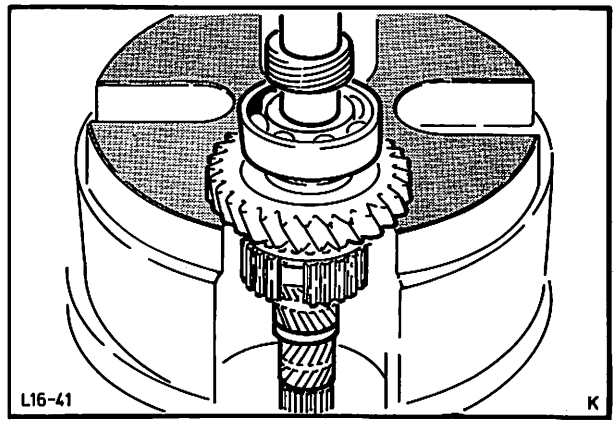

Abb. 54 Kugellager-Hauptwelle abpressen
23. Kugellager – Hauptwelle entsichern und komplett mit Zahnrad 1. Gang und Tachoschnecke von der Hauptwelle abpressen, Abb. 54.